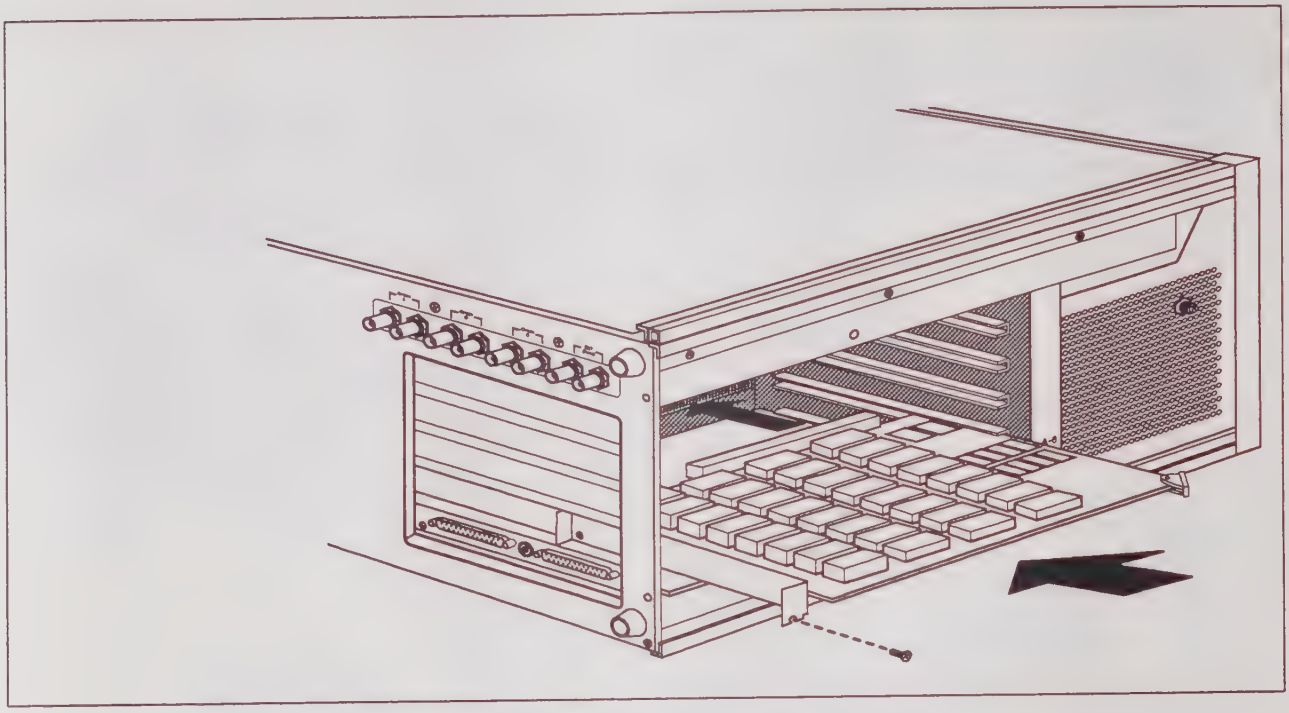

Figure 3-4. Installing a board in the cardcage.
1. Guide the board onto the cardcage track and slide it into the cardcage connector (see Figure 3-4).